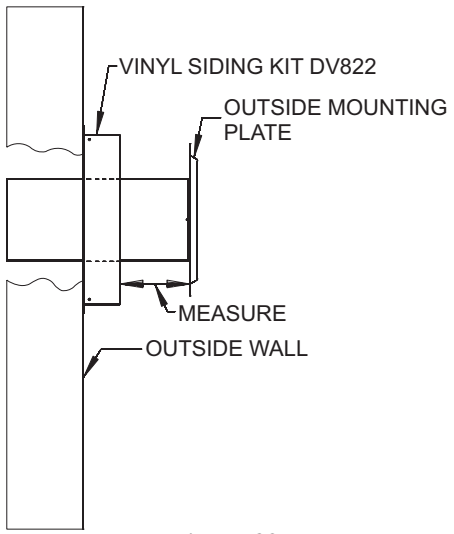

**Figure 39**
5. Attach the inlet tube to the outside mounting plate. Align tinnerman clips on the tabs of the air inlet tube to the holes on outside mounting plate, and fix with (2) #10 x 1/2" screws.
6. With the vinyl siding kit installed to wall (if necessary), insert the 6 5/8" (168 mm) diameter tube with outside mounting plate attached through hole in wall. Connect to collar on fireplace or rigid vent system. Measure between wall or vent cap extension and outside mounting plate (**Figures 39 and 40**).
8. Attach the 4" (102 mm) diameter flue outlet tube onto the rigid venting system or directly to fireplace. Ensure the 4" (102 mm) diameter flue outlet tube is placed as far as possible onto the rigid venting system. Mark the 4" (102 mm) diameter flue outlet tube 2 1/2" (64 mm) beyond the vinyl siding kit or wall. S**ee Figure 39.** Remove the 4" (102 mm) diameter flue outlet tube from rigid venting system. When installing directly to fireplace, tape gasket needs to be used.
10. From outside: Push the 6 5/8" (168 mm) diameter inlet tube/ mounting plate onto end of rigid venting system to correct position. Fasten the outside mounting plate to the vinyl siding kit or wall with (4) 10 x 1 1/2" screws. (Ensure upward slope).
11. From inside: Attach the inlet tube to the collar on the back of the fireplace (or the rigid venting system) using (3) self tapping screws.